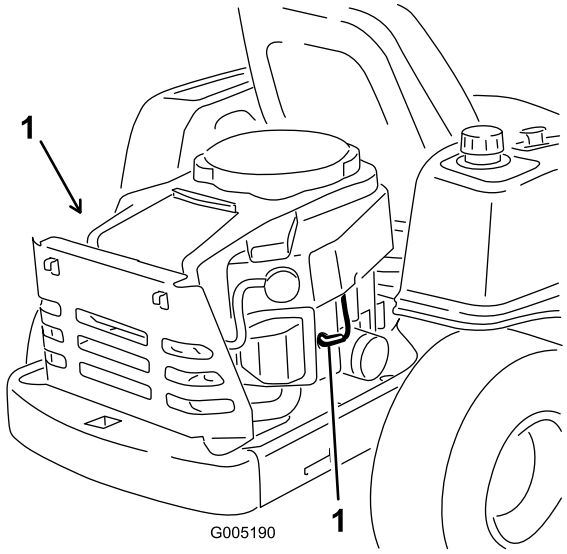

Figur 31
Dra av kabeln från tändstiftet/tändstiften (Figur 31).
3. Tryck på tändkabeln på tändstiftet igen (Figur 31).